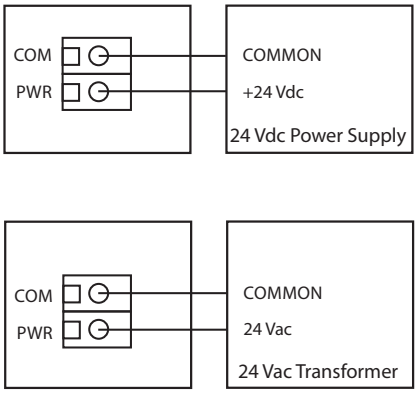

Figure 9
- To set the switching setpoint, turn the setpoint potentiometer to the desired temperature setting as shown in Figure 9.